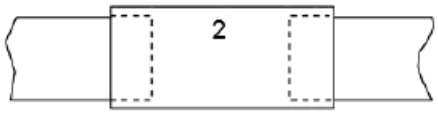

Рисунок 7
2.6 Надвиньте термоусаживаемую трубку (2) на соединение, с одинаковым напуском на силовой и греющий кабели (рисунок 7) и усадите её до появления клея с обеих сторон (усадка производится от центра к краям) по ТК-11233753.012-2014, приложение Б [4].